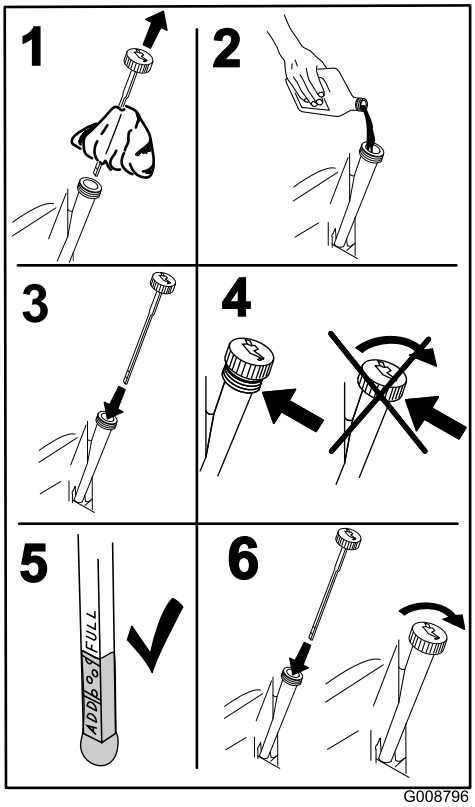

Figur 41
4. Ta ut oljestickan och torka av den med en ren trasa (Figur 41).